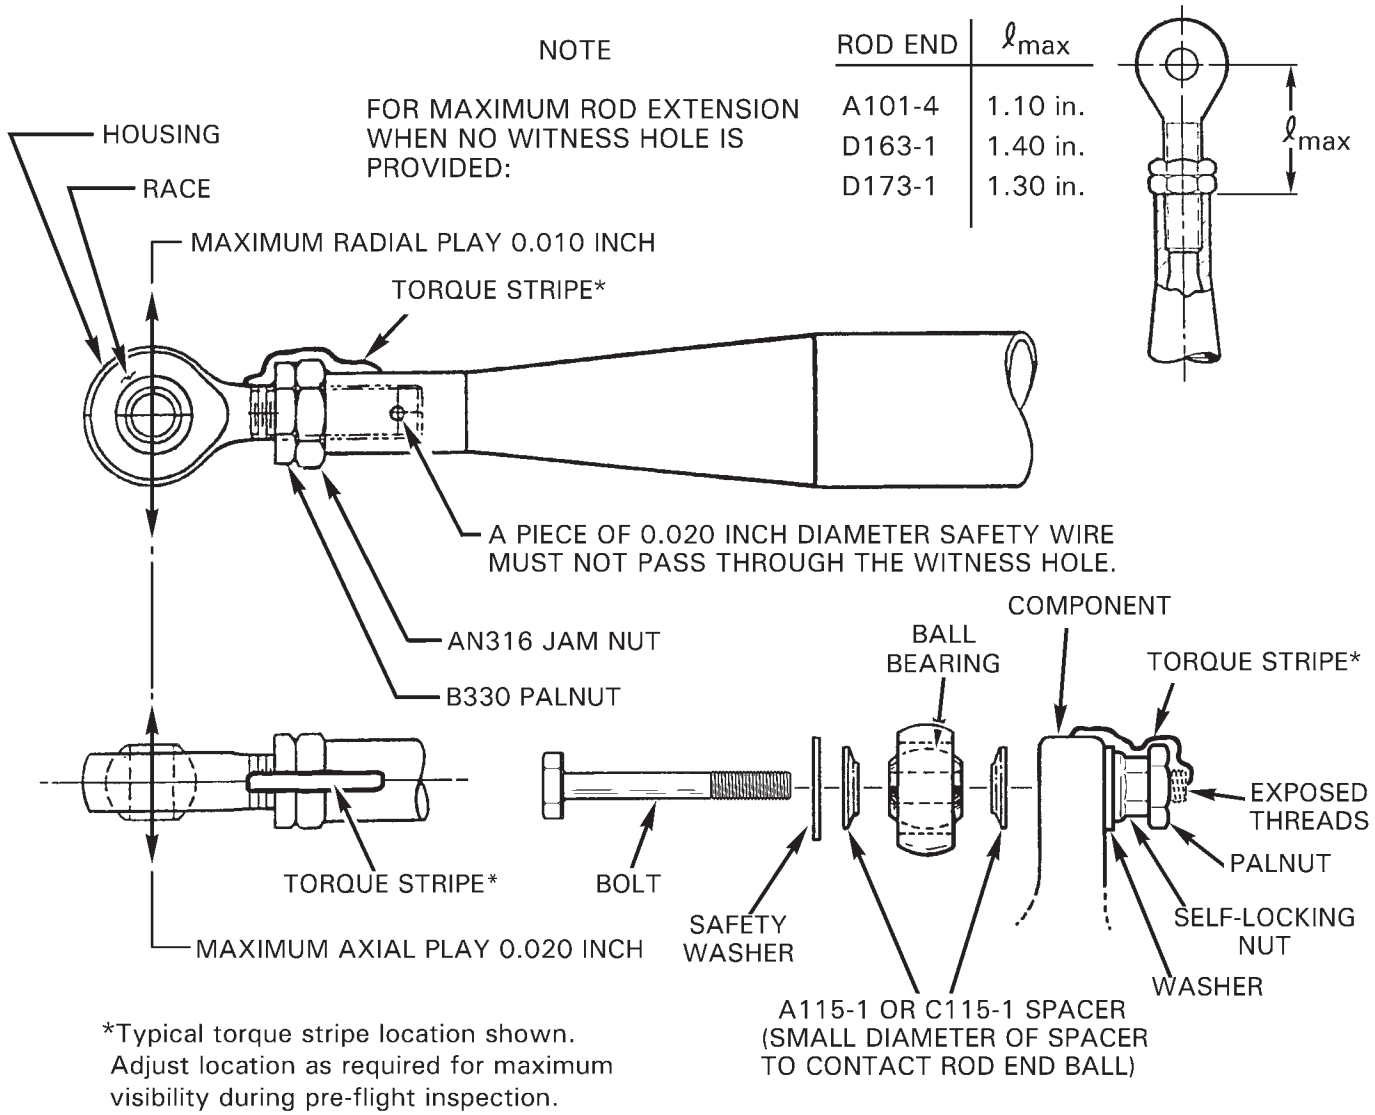

FIGURE 5-1 ROD END AND SPHERICAL BEARING PLAY LIMITS AND TORQUE STRIPE APPLICATION
3. Rod ends not riveted in place must block passage of 0.020-inch diameter wire through witness hole. Refer to Figure 5-1 for maximum rod end extension when no witness hole is provided.
4. Rod end jam nuts and palnuts must be torqued per Section 20-32 and torque striped per Figure 5-1 at the most visible position for pre-flight inspection. Torque stripe must extend across nuts to both rod end shank and push-pull tube (or pitch link barrel, yoke, support, strut, etc.). Torque stripes are subject to deterioration and must be periodically renewed.